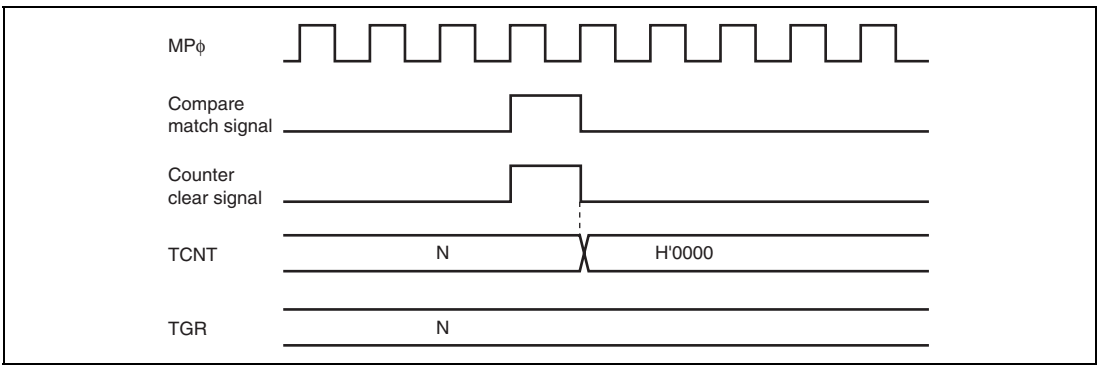
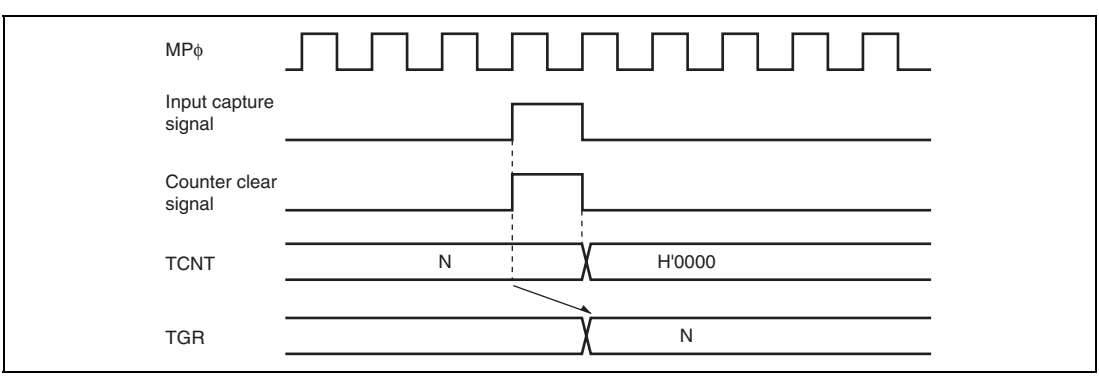

**Figure 10.100 Counter Clear Timing (Compare Match) (Channels 0 to 4)**
**Figure 10.102 Counter Clear Timing (Input Capture) (Channels 0 to 5)**
**Timing for Counter Clearing by Compare Match/Input Capture:** Figures 10.100 and 10.101 show the timing when counter clearing on compare match is specified, and figure 10.102 shows the timing when counter clearing on input capture is specified.